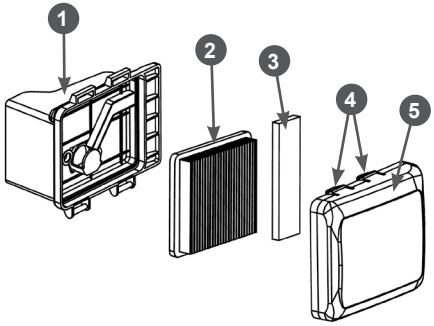

**Рис. 23. Обслуживание воздушного фильтра**
1. Нажмите на фиксаторы 4 и снимите крышку 5 воздушного фильтра (Рис. 23).
2. Извлеките бумажный фильтрующий элемент 2 и поролоновый фильтрующий элемент 3 (Рис. 23).
6. Произведите очистку крышки 5 воздушного фильтра и корпуса 1, не допуская попадания пыли и грязи в воздуховод, ведущий к карбюратору (Рис. 23).